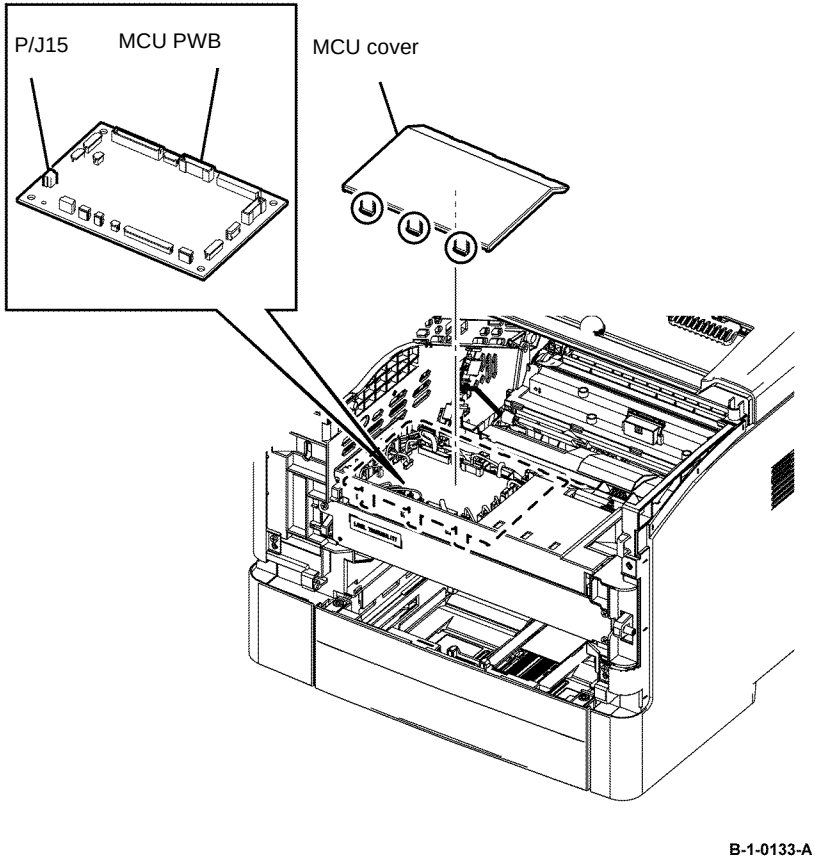

Figure 1 MSI feed solenoid disconnect
15. Remove the MCU cover by releasing the hook. Disconnect PJ15 from the MCU PWB, then release the harness of the MSI feed solenoid from the harness guide, Figure 1.